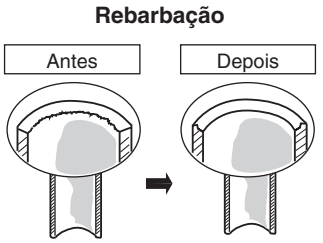

Fig. 5-1
(1) Corte o tubo de cobre no comprimento requerido com um cortador de tubos. É recomendável cortar aprox. 30 – 50 cm mais longo do que o comprimento estimado para a tubagem.
(2) Retire as rebarbas na extremidade do tubo de cobre com um escareador de tubos ou lima. Este processo é importante e deve ser realizado cuidadosamente para obter um bom afunilamento. Certifique-se de impedir a penetração de quaisquer contaminadores (humidade, sujidade, limalha, etc.) na tubagem. (Figs. 5-1 e 5-2)